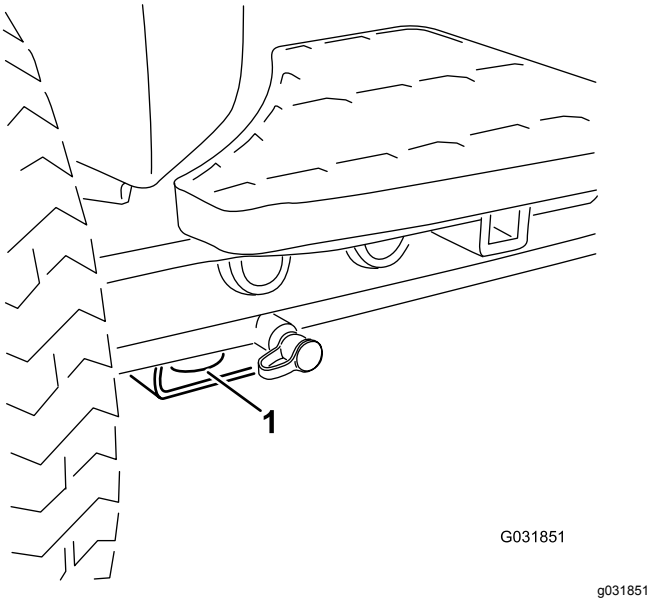
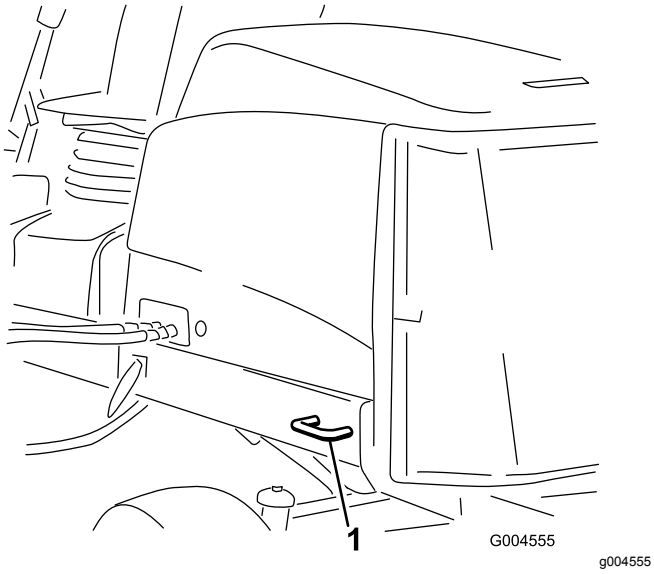

Figur 57
Figur 58
5. Använd fästpunkterna av metall på maskinen för att säkra den på släpvagnen eller lastbilen med hjälp av spännband, kedjor, vajrar eller rep (Figur 57 och Figur 58).
- Fram – hål i det fyrkantiga belägget under axelröret inuti båda framdäcken (Figur 57)
- Bak – på båda sidor av maskinen, på den bakre ramen (Figur 58)